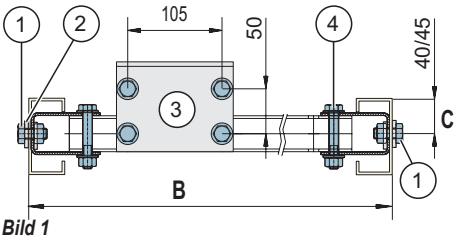

Bild 1
b. Justera stödhjulsbalkens längd (*bild1* -**4**) och montera stödhjulbalken på prov
- Skruva fast stödhjulsbalken med utvändiga mellanläggsbrickor (*bild.1* -**2**)
- Dra åt fästskruvrna (*bild.1* -**4**)
- Skruva fast montagebygeln (*bild.1* -**3**) med klämma